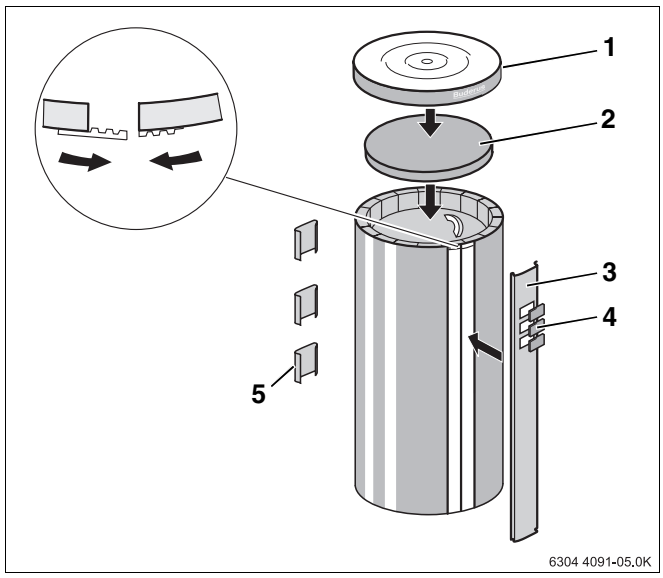

Abb. 9 Montage Verkleidung Baureihe ... - 120
- Die Verschlussleiste gegen unbeabsichtigtes Öffnen durch Einrasten der kurzen Verschlussblenden (Abb. 9, **Pos. 5**) sichern.
- Verschlussblende (Abb. 9, **Pos. 3**) an der Vorderseite über die Verschlussleiste der Wärmeschutzmatte drücken.
- Abdeckung (Abb. 9, **Pos. 4**) in die Aussparungen drücken.
- Obere Wärmeschutzscheibe (Abb. 9, **Pos. 2**) so einlegen, dass die Wärmeschutzscheibe mit der Wärmeschutzmatte abschließt.
- Speicherhaube (Abb. 9, **Pos. 1**) über die Wärmeschutzscheibe und den Rand der Wärmeschutzmatte stülpen.